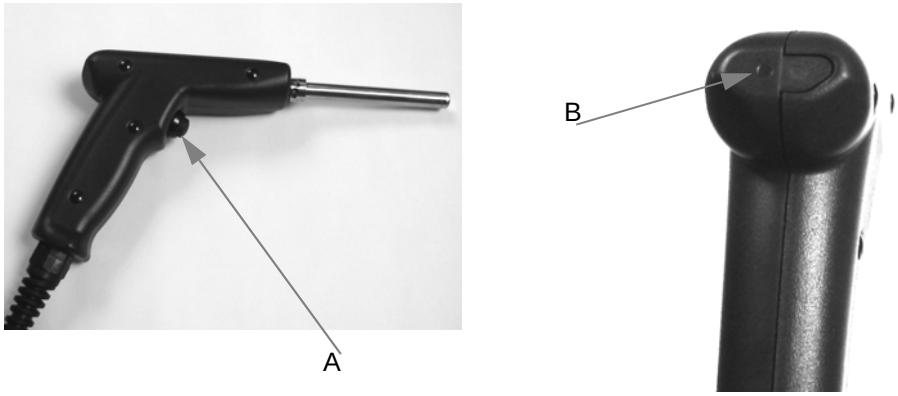

Abbildung 5.1: Handsonde
Die roten und grünen LEDs (B in Abbildung 5.1) am Sondenkopf zeigen den Instrumentenstatus an.
1. Starten Sie die Datenaufnahme durch Betätigen des Auslösers (A in Abbildung 5.1) an der Sonde. Daraufhin leuchtet die rote LED an der Sonde auf (B).